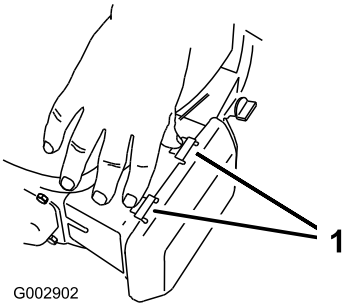

Figur 36
1. Trykk ned låsetappene oppå luftrenserdekselet (Figur 36).